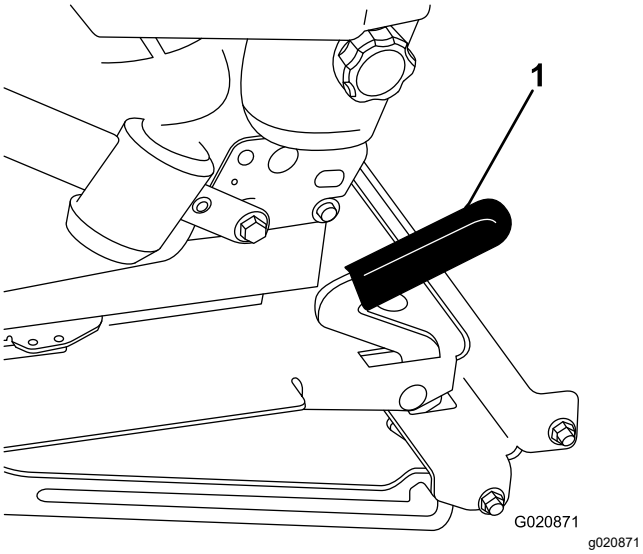

Figur 16
2. Dra sätesspärren framåt och lyft uppåt för att lossa sätet (Figur 16).